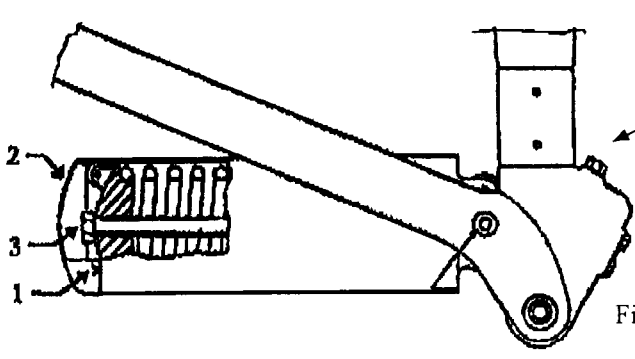

Figure 1
5.1 Adjustment procedure (see Figure 1)
- Remove the three M4 screws (1) of the cylinder cover (2) and remove the cover.
- Unscrew the M16 bolt (3) for as many turns as specified in the table hereafter with a 24mm wrench to equilibrate the monitors:
Units tends to drift down	Tighten counterpoise M16 (3 Figure 1) adjustment bolt
Units tends to drift up	Loosen counterpoise M16 (3 Figure 1) adjustment bolt